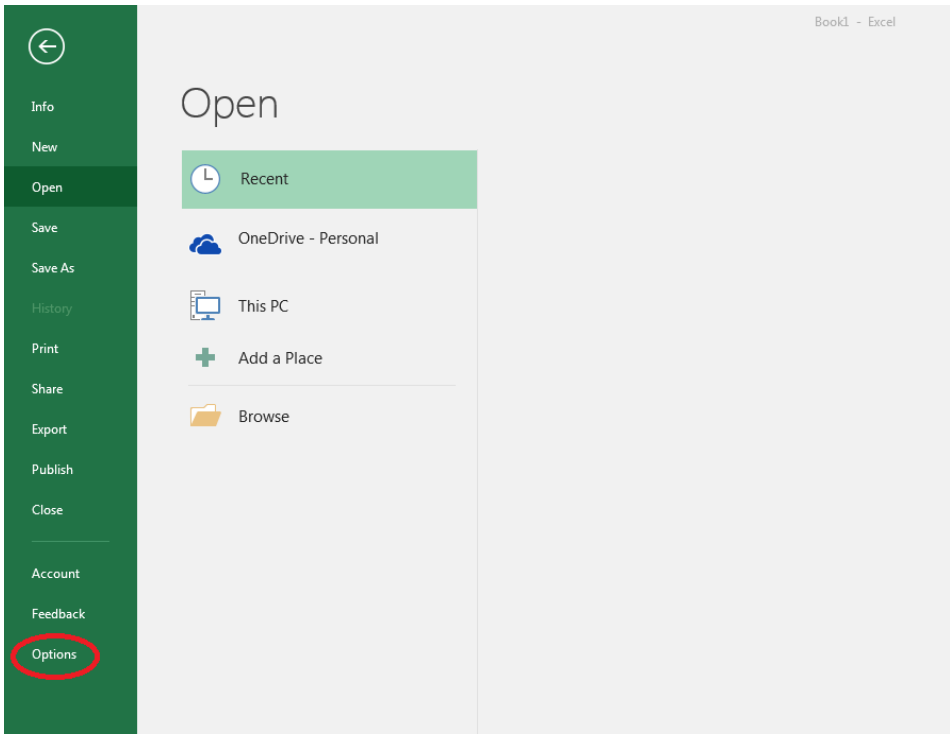

Figure 2.2: Registering FluidEXL*Graphics* as Add-In in Excel® 2016
- Click on the "Options" button in the menu which appears (see Fig. 2.2)